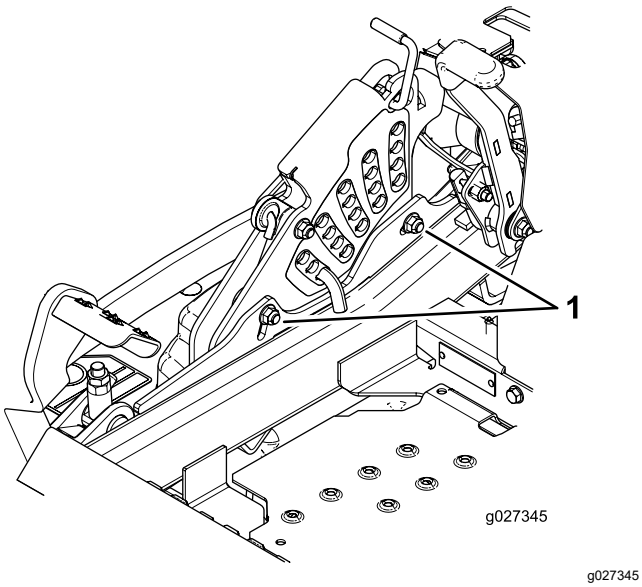

Figur 115
11. Lossa de två skruvarna längst ned på klipphöjdsplattan för att justera enkelpunktssystemet (Figur 115).
13. Dra åt de två skruvarna som sitter längst ner på klipphöjdsplattan (Figur 115).